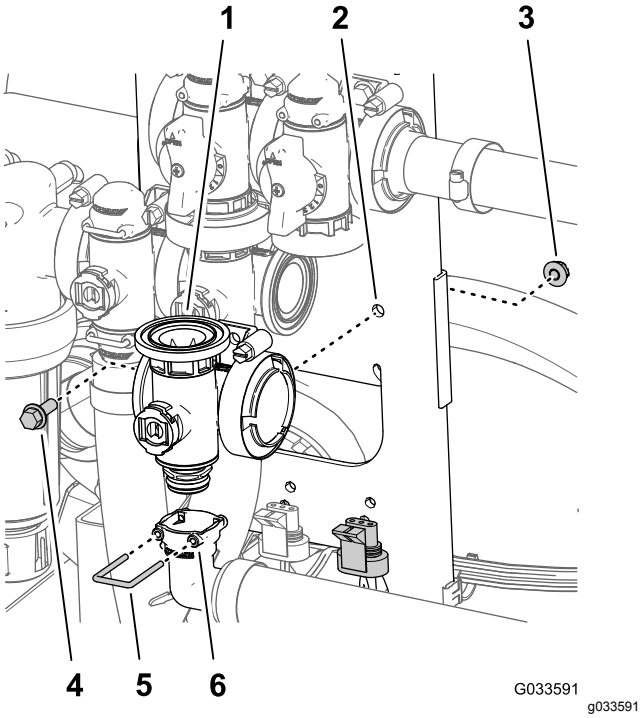

Figur 118
2. Ta bort hållaren som fäster den 90-gradiga utloppskopplingen vid huvudsprutrampventilens grenrörskoppling ()Figur 118.
3. Ta bort flänsskruven (¼ x ¾ tum) och flänslåsmuttern (¼ tum) som fäster huvudsprutrampventilen vid ventilfästet, och ta sedan bort ventilgrenröret från maskinen (Figur 118).